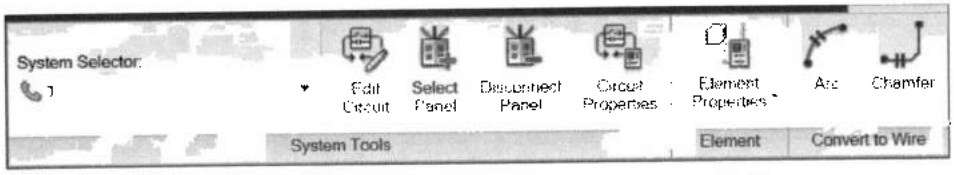

Рис. 41.3. *Лента* ***Modify Electrical Circuits***
1. Выделить любой компонент в существующей цепи и перейти на ленту **Modify Electrical Circuits** (Изменить электрические цепи) (рис. 41.3).
3. Выделить один или несколько осветительных приборов на виде. Произойдет переключение на ленту **Modify Lighting Fixtures** (Изменить осветительные приборы), аналогичную ленте **Modify Electrical Circuits** (см. рис. 41.3), но без раздела **Convert to Wire**, поскольку постоянная проводка для коммутирующих цепей не создается.